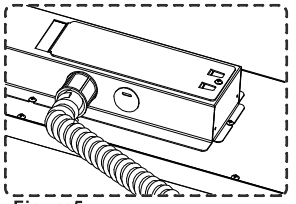

Figure5
Step 5 : Close the driver box and screw in. (Figure 5).